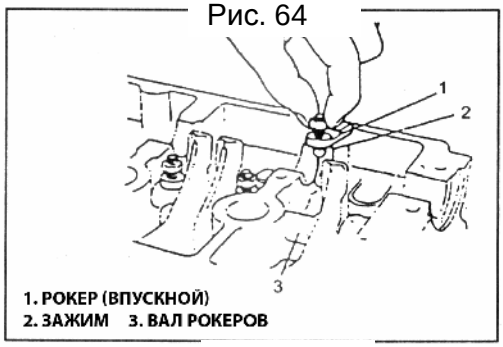

Рис. 65
9) Снимите впускной рокер с зажимом с вала рокеров (Рис. 65).